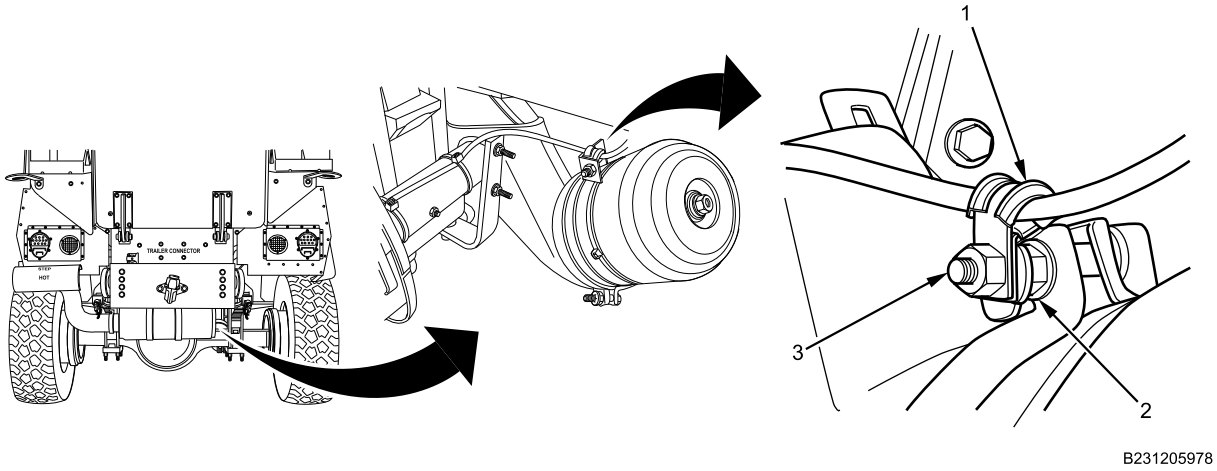

Figure 3. ABS Sensor Wire Bracket Nut.
4. Hold brake chamber band clamp nut (Figure 3, Item 2) and remove ABS sensor wire bracket nut (Figure 3, Item 3).
5. Remove ABS sensor wire bracket (Figure 3, Item 1) from brake chamber.